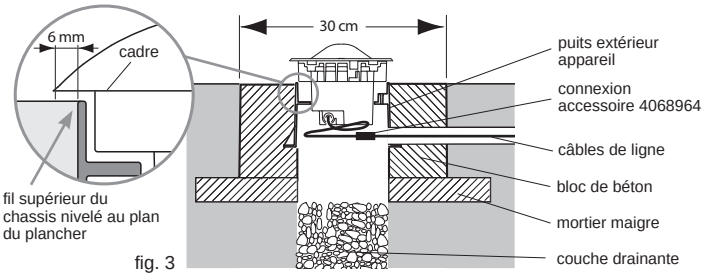

fig. 3
5) se référer à la figure 3, faire une base de ciment sur laquelle s'appuie le bloc de beton en ayant soin de laisser au centre un trou de diamètre 12 cm pour le drainage. Prévoir le passage des câbles électriques.
6) insérer le puits extérieur de l'appareil dans un bloc de fondation en béton dosé à 200 Kg de ciment type 325 par mètre cube de mélange ayant un diamètre (ou un côté) non inférieur à 350 mm .Le bord supérieur du puits extérieur de l'appareil devra être parfaitement nivelé au plan du sol selon le detail de fig.3.